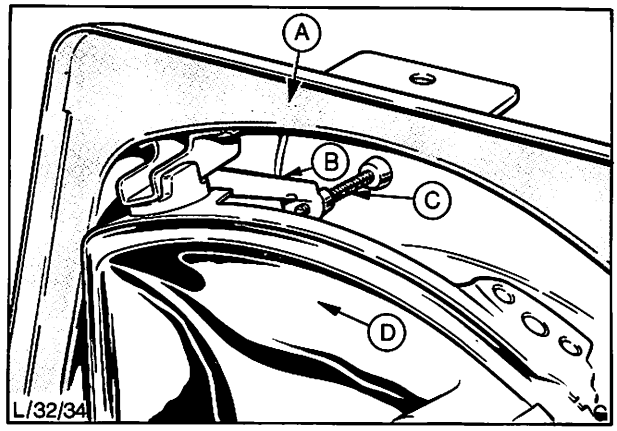

Abb. 9 Scheinwerfer-Einstellschrauben in Eingriff mit Reflektor-Einstellhebel
7. Beide Einstellschrauben so weit herausschrauben, bis sich der Reflektor vom Scheinwerfer lösen läßt, Abb. 9.
9. Reflektor in den Scheinwerfer einsetzen und Einstellschrauben montieren, Abb. 9.